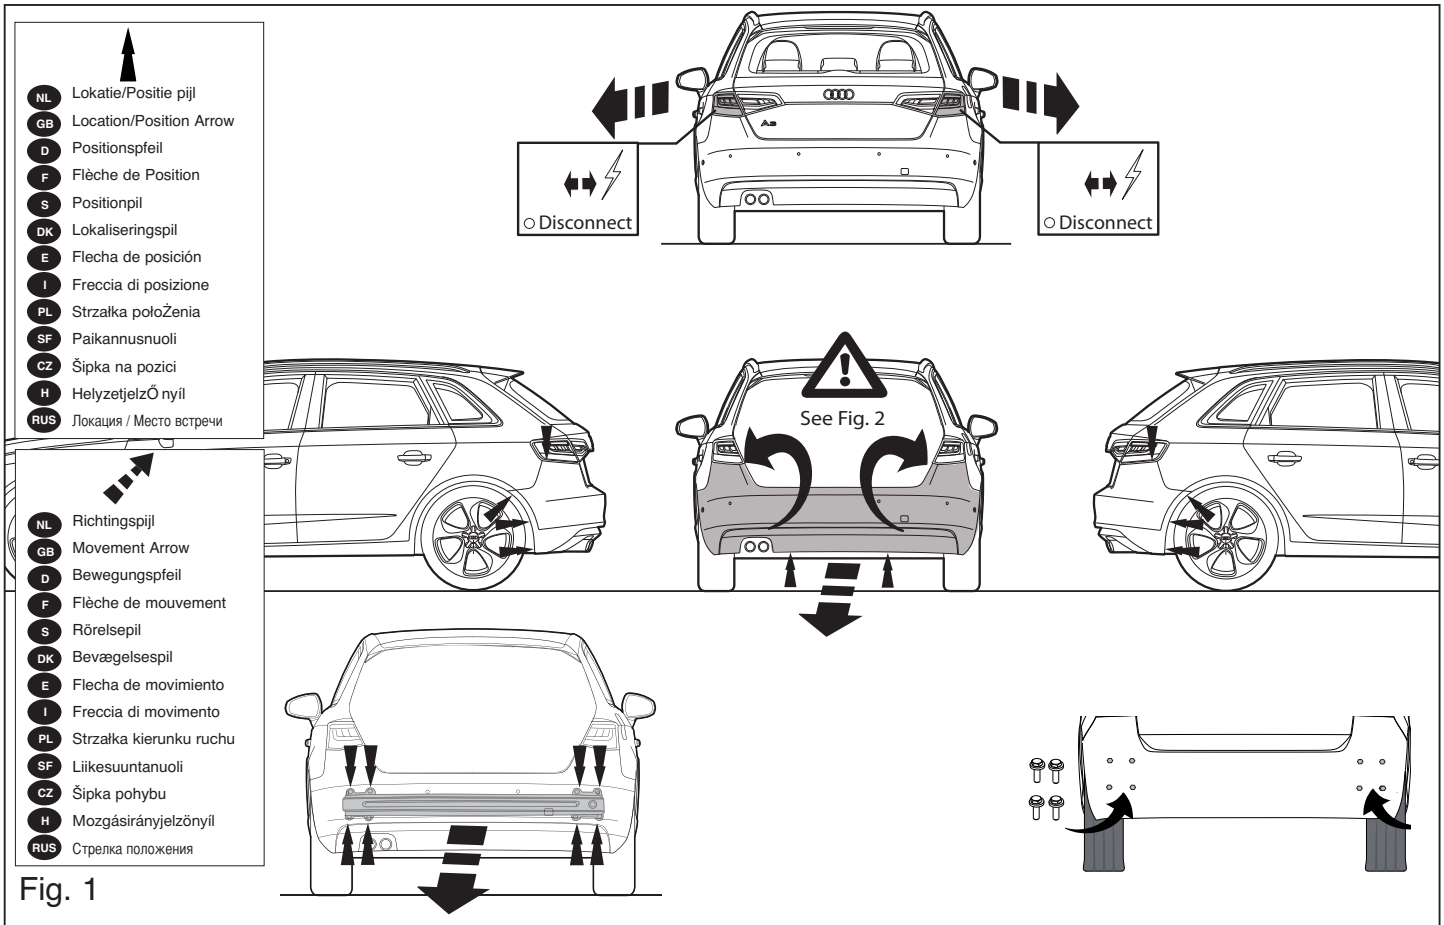

Fig. 1
1. Снять оба блока задних фар. Снять бампер вместе со стальным буферным брусом автомобиля; буферный брус больше не понадобится. Поставить болты на место. См. рисунок 1 и 2.